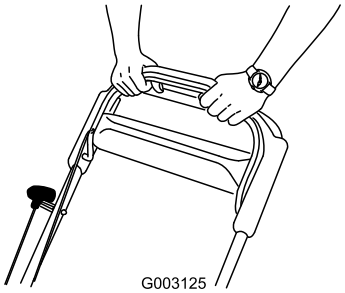

Bild 19
3. Halten Sie den Schaltbügel gegen den Griff gedrückt (Bild 19).